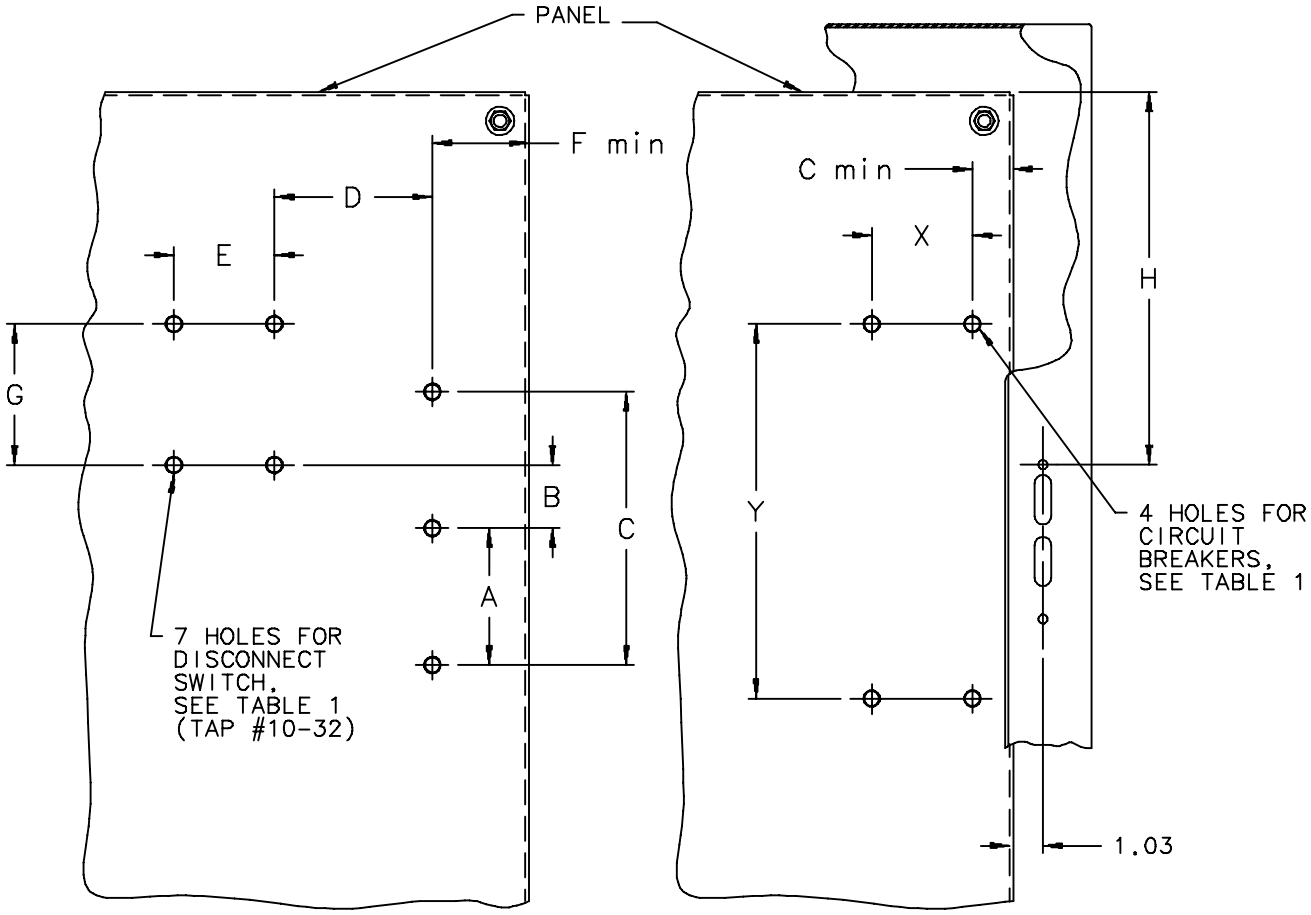

Figure 3 ITE
Step1 − Determine disconnect hole pattern from Figure 3 GE and the above tables. See disconnect manufacturers instructions for range of disconnect location based on cable length being used and depth of enclosure.